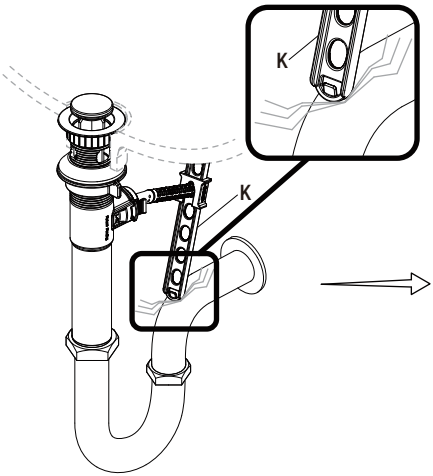

Fig 1
- ☐ If the pop up lift rod strap (K) is interfering with your installation, as shown in the Fig 1, the lift rod strap (K) can be cut shorter.